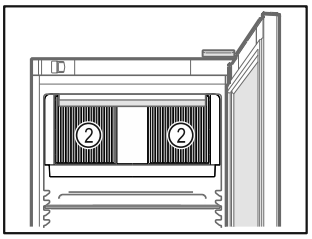

Fig. 58
- ❑ No obstruir la ranura de ventilación *Fig. 58 (2)* del ventilador de recirculación de aire del interior.